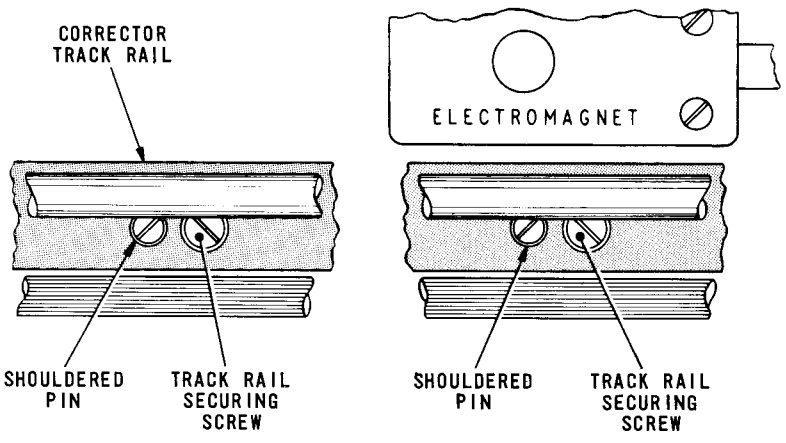

Fig. 4.50 TYPEHEAD CORRECTOR TRACK RAIL
58.2 If this condition is not present, it will be necessary to adjust the height of the corrector track rail, Fig.4.50. To do this, slacken the two screws securing the track rail and adjust the height of the rail by means of the two shouldered pins. When the correct height is achieved, tighten the track rail securing screws.